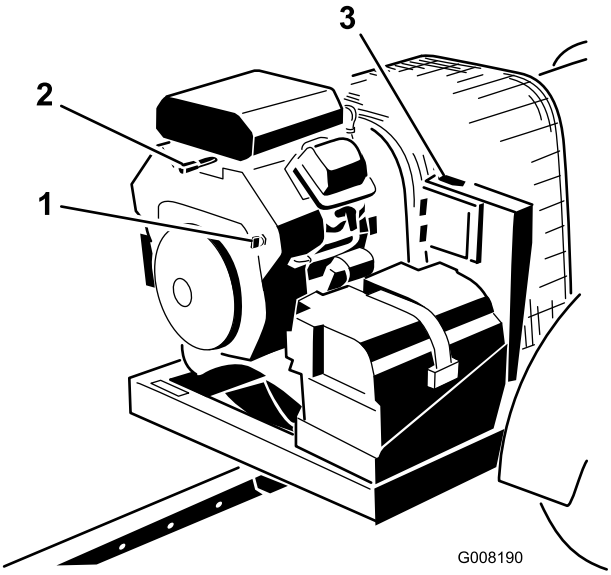

Figur 13
3. Vrid tändningsnyckeln till startpositionen och släpp den sedan snabbt i det påslagna läget (Figur 13). Därmed aktiveras mottagaren.
4. Vrid nyckeln till det avstängda läget och ta ut den ur tändningen om du ska lämna maskinen utan uppsikt (Figur 13).